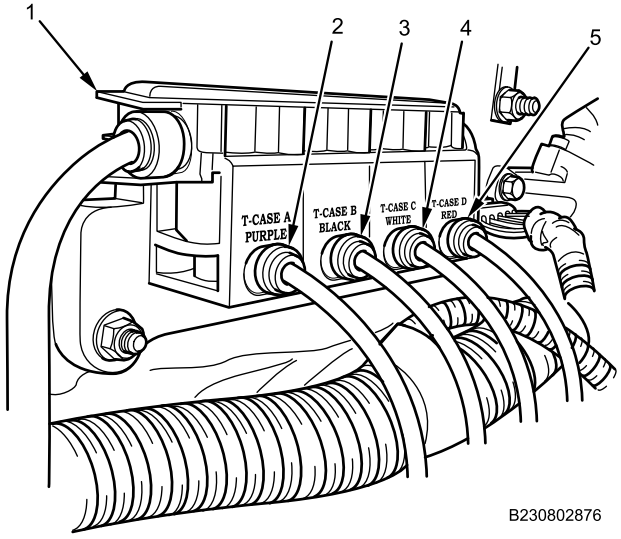

Figure 6. Transfer Case Air Line Shift Solenoids.
1. Connect transfer case air lines (Figure 6, Item 2 through 5) to four-pack air solenoid (Figure 6, Item 1). Refer to Table 1.